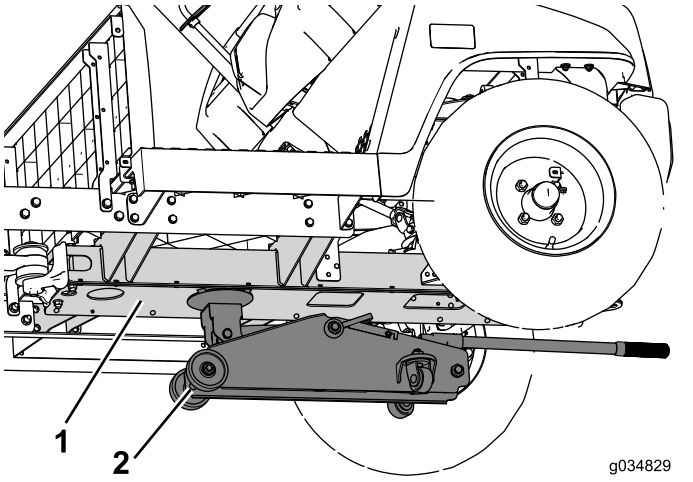

Рисунок 15
1. Установите напольный домкрат под центральный швеллер, чтобы поддерживать переднюю часть автомобиля (Рисунок 15).